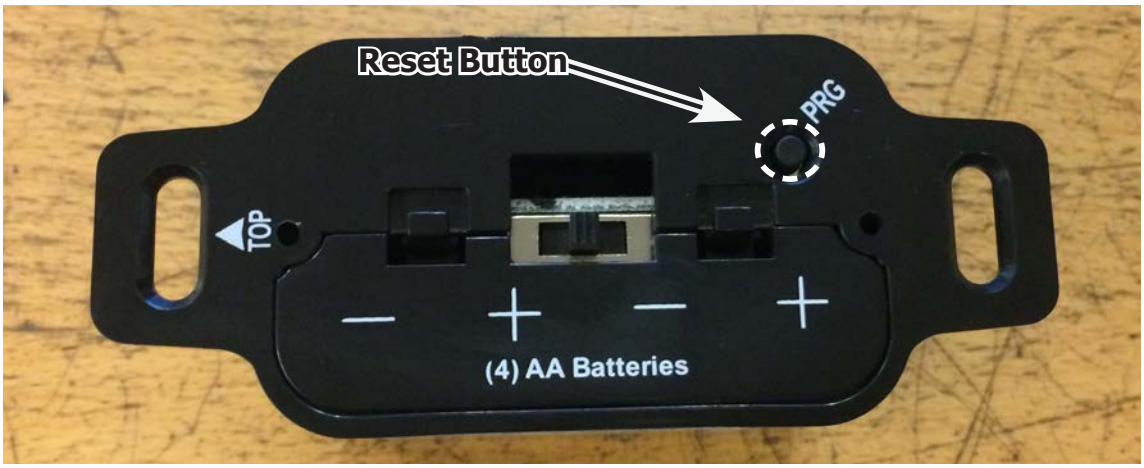

Figure 7: Battery Holder.
The Battery Holder (Figure 7) connects directly to the IFC with a wiring harness. The IFC is powered by four (4) AA type batteries. The IFC accepts commands via radio frequency from the Transmitter to operate the appliance in accordance with the particular Proflame system configuration. The Battery Holder has a three (3) position slider switch that can be set to one of three positions: ON (Manual Override), Remote (Remote control), or Off. The Battery Holder has a reset button at the front right corner that is used is to synchronize the Transmitter when using the for the first time, or after the batteries have been replaced.
Install the four (4) AA batteries into the IFC battery holder. Note the polarity of the battery and insert into the battery bay as indicated on the body of the battery holder. Press the reset button on the Battery Holder marked "PRG" (see Figure 7).